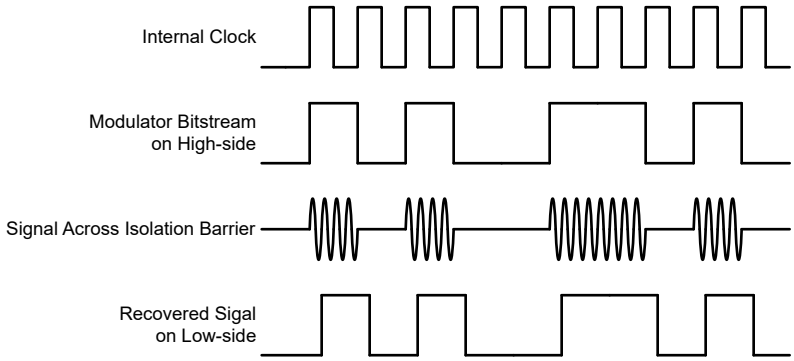

Figure 7-1. OOK-Based Modulation Scheme
As shown in Figure 7-1, the AMC0x00D uses an on-off keying (OOK) modulation scheme to transmit the modulator output bitstream across the SiO_2-based isolation barrier. The transmit driver (TX) is illustrated in the *Functional Block Diagram* . TX transmits an internally generated, high-frequency carrier across the isolation barrier to represent a digital *one*. However, TX does not send a signal to represent a digital *zero*. The nominal frequency of the carrier used inside the AMC0x00D is 480MHz.